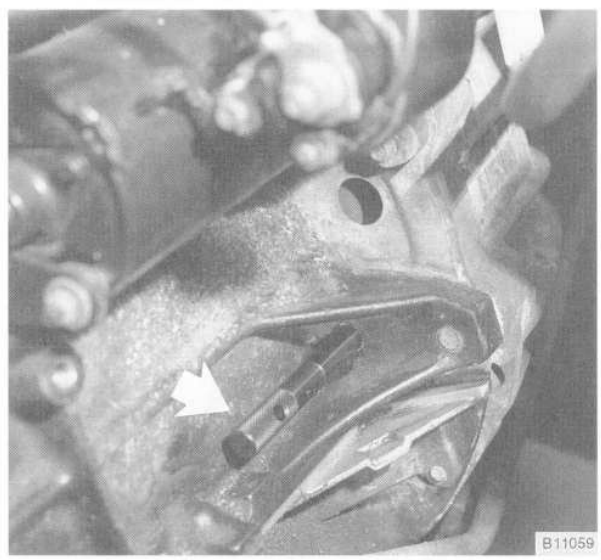

Fig. 20. BMW special tool 11 2 300 inserted through bellhousing hole and into flywheel (**arrow**).
24. Lock the crankshaft at TDC by inserting BMW special tool no. 11 2 300 through the transmission bellhousing and into the hole in the flywheel or drive plate. See Fig. 20.